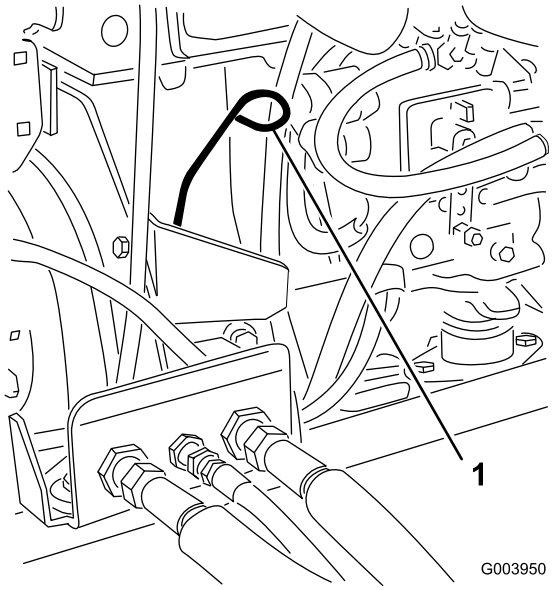

Figur 29
3. Ta ur oljestickan, torka av den och sätt tillbaka den igen (Figur 29).